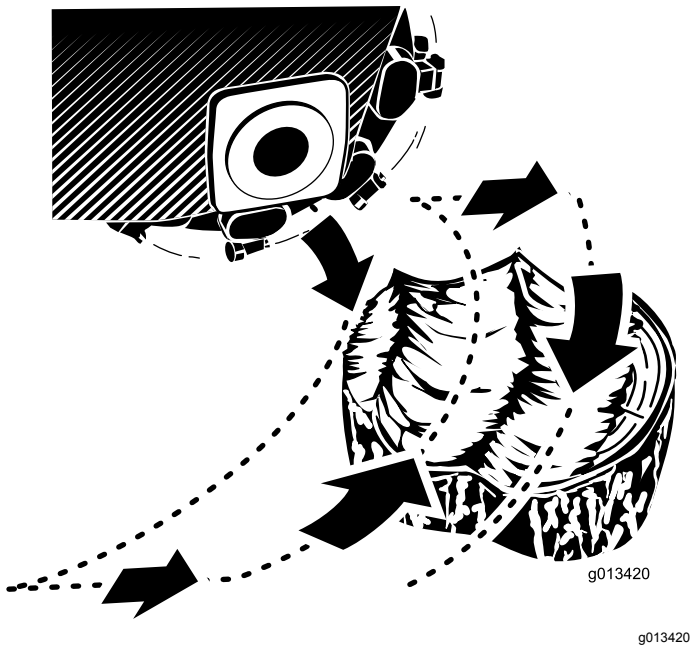

Figur 17
2. Använd fräsens manöverspak och drivreglaget för att placera fräsen på ena sidan framför stubben, ungefär 2 cm under kanten (Figur 17).
4. Sväng långsamt fräsen över stubbens ovansida med hjälp av manöverspaken, och skär bort flisor i ett svep (Figur 17).
5. Flytta maskinen några centimeter framåt och upprepa steg 4 (Figur 17).
6. Upprepa steg 4 till 5 tills du har fräst bort hela ytan på stubben (Figur 17).